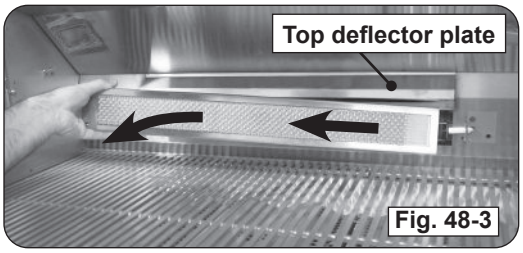

Fig. 48-3
5. Remove the backburner by lifting the left side outward and to the left. See Fig. 48-3.
Note: The top deflector plate may become loose when removing the backburner. Ensure the deflector is properly in place when reinstalling the backburner (See Fig. 48-3).